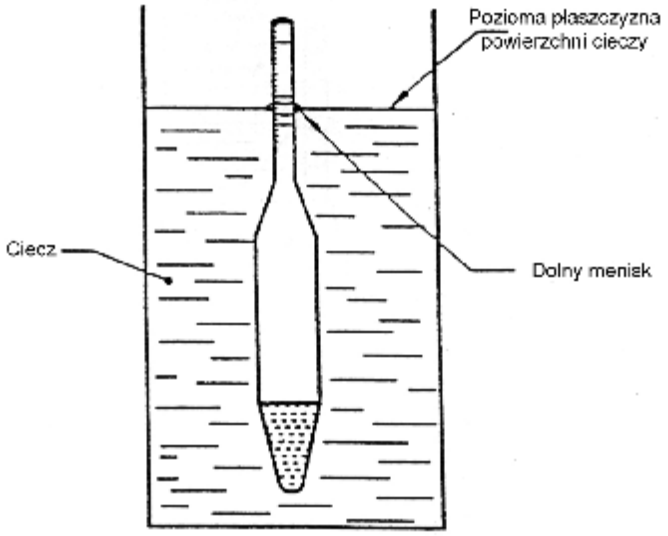
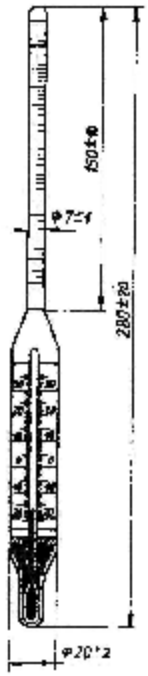

Rys. 4. Pomiar gęstości cieczy areometrem [18]
Rys. 6. Termoareometr [7, s.40]
1) areometrem (rys. 4) lub termoareometrem (rys. 6),